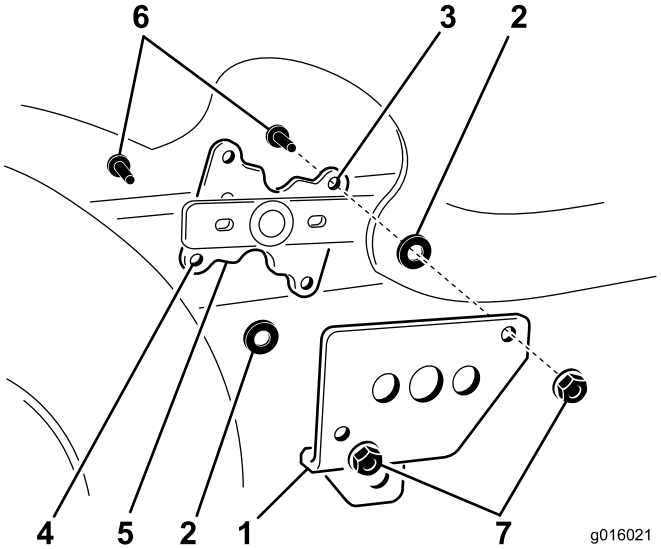

Bild 4
5. Befestigen Sie zwei Distanzstücke, die die oberen und unteren Löcher an der Vorderseite des Hubhebels abdecken, und die Versatzhubplatte über dem Hubarm (Bild 4). Setzen Sie zwei Schrauben (5/16 x 1-1/4 Zoll) in die Löcher in der Hubplatte, die Distanzstücke und die Vorderseite des Hubhebels ein. Befestigen Sie alle Teile mit den zwei Sicherungsmuttern (5/16 Zoll).